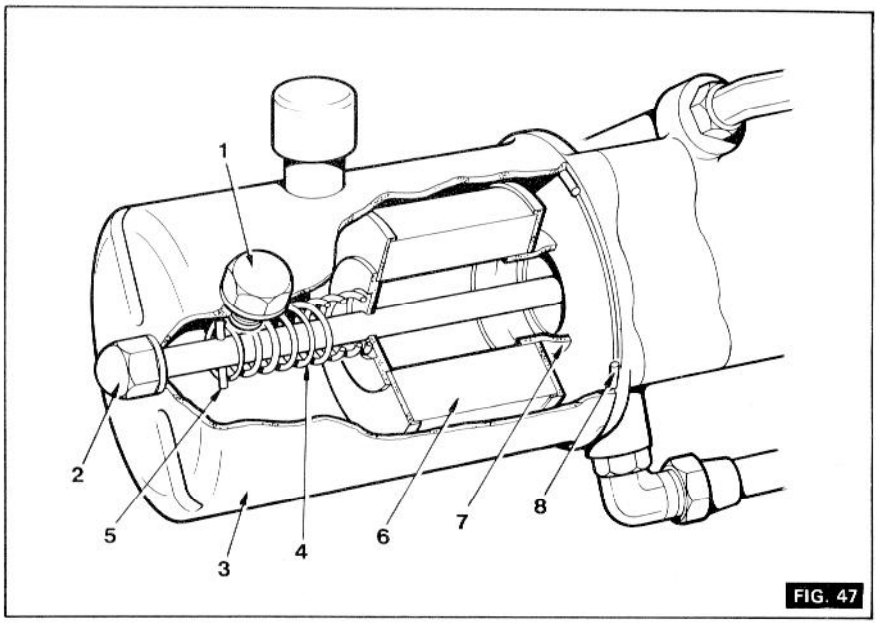

FIG. 47
2. Arrêter le moteur, retirer le bouchon (Fig. 47) Faire le plein jusqu'à 12mm au dessous du niveau du bouchon. Remettre le bouchon en place.
ELEMENT FILTRANT (Fig. 47) (Direction assistée)